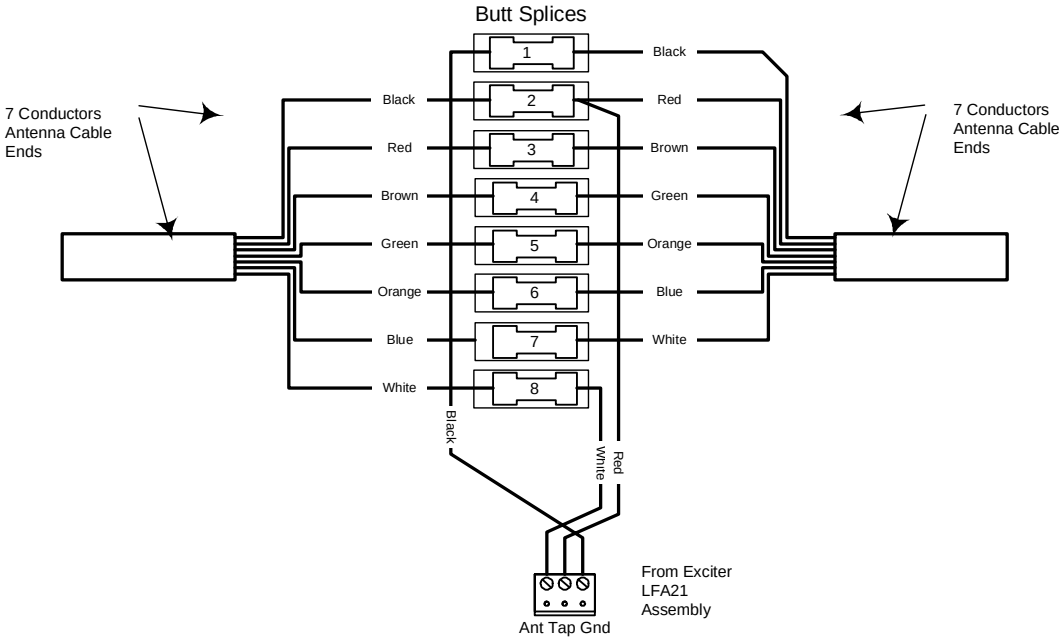

**Figure 3-1: LF Antenna Connections**
3. Use a crimping tool to connect cable conductors in the butt splices as shown in Figure 3-1.